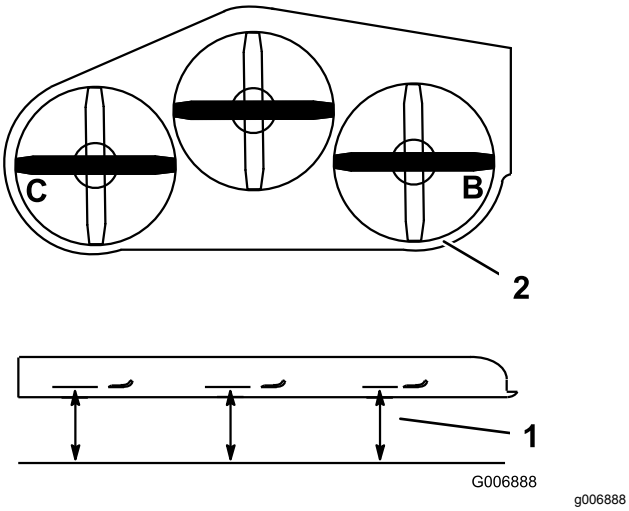

Figur 104
1. Ställ in den **högra** knivens lutning i sidled (Figur 104).
2. Mät den högra kniven vid punkt **B**, från en plan yta till knivens egg (Figur 104).
4. Ställ in den vänstra knivens lutning i sidled (Figur 104).
5. Mät vänster kniv vid punkt **C** (Figur 104), från en plan yta till knivens egg.